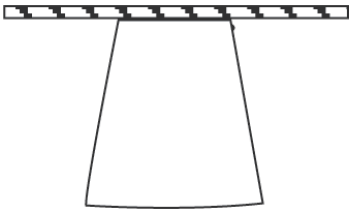

Figure 8.5. A paper cup used as a thrust structure.
(1) Build a thrust structure model that will deform, launch it, look at the deformation, and then load up an identical model with enough weight to achieve the same deformation. For example, glue a paper cup onto the cardboard square. See Figure 8.5. Launch a bottle "to orbit" using this thrust structure. Note the amount of deformation (crushing) of the cup. Take a second paper cup thrust structure and load it up with enough weight to achieve the same deformation. Note the amount of weight. This is the static weight any thrust structure must withstand at launch. If a student model withstands this amount of weight (and maybe a bit more), then it should be able to survive launching.